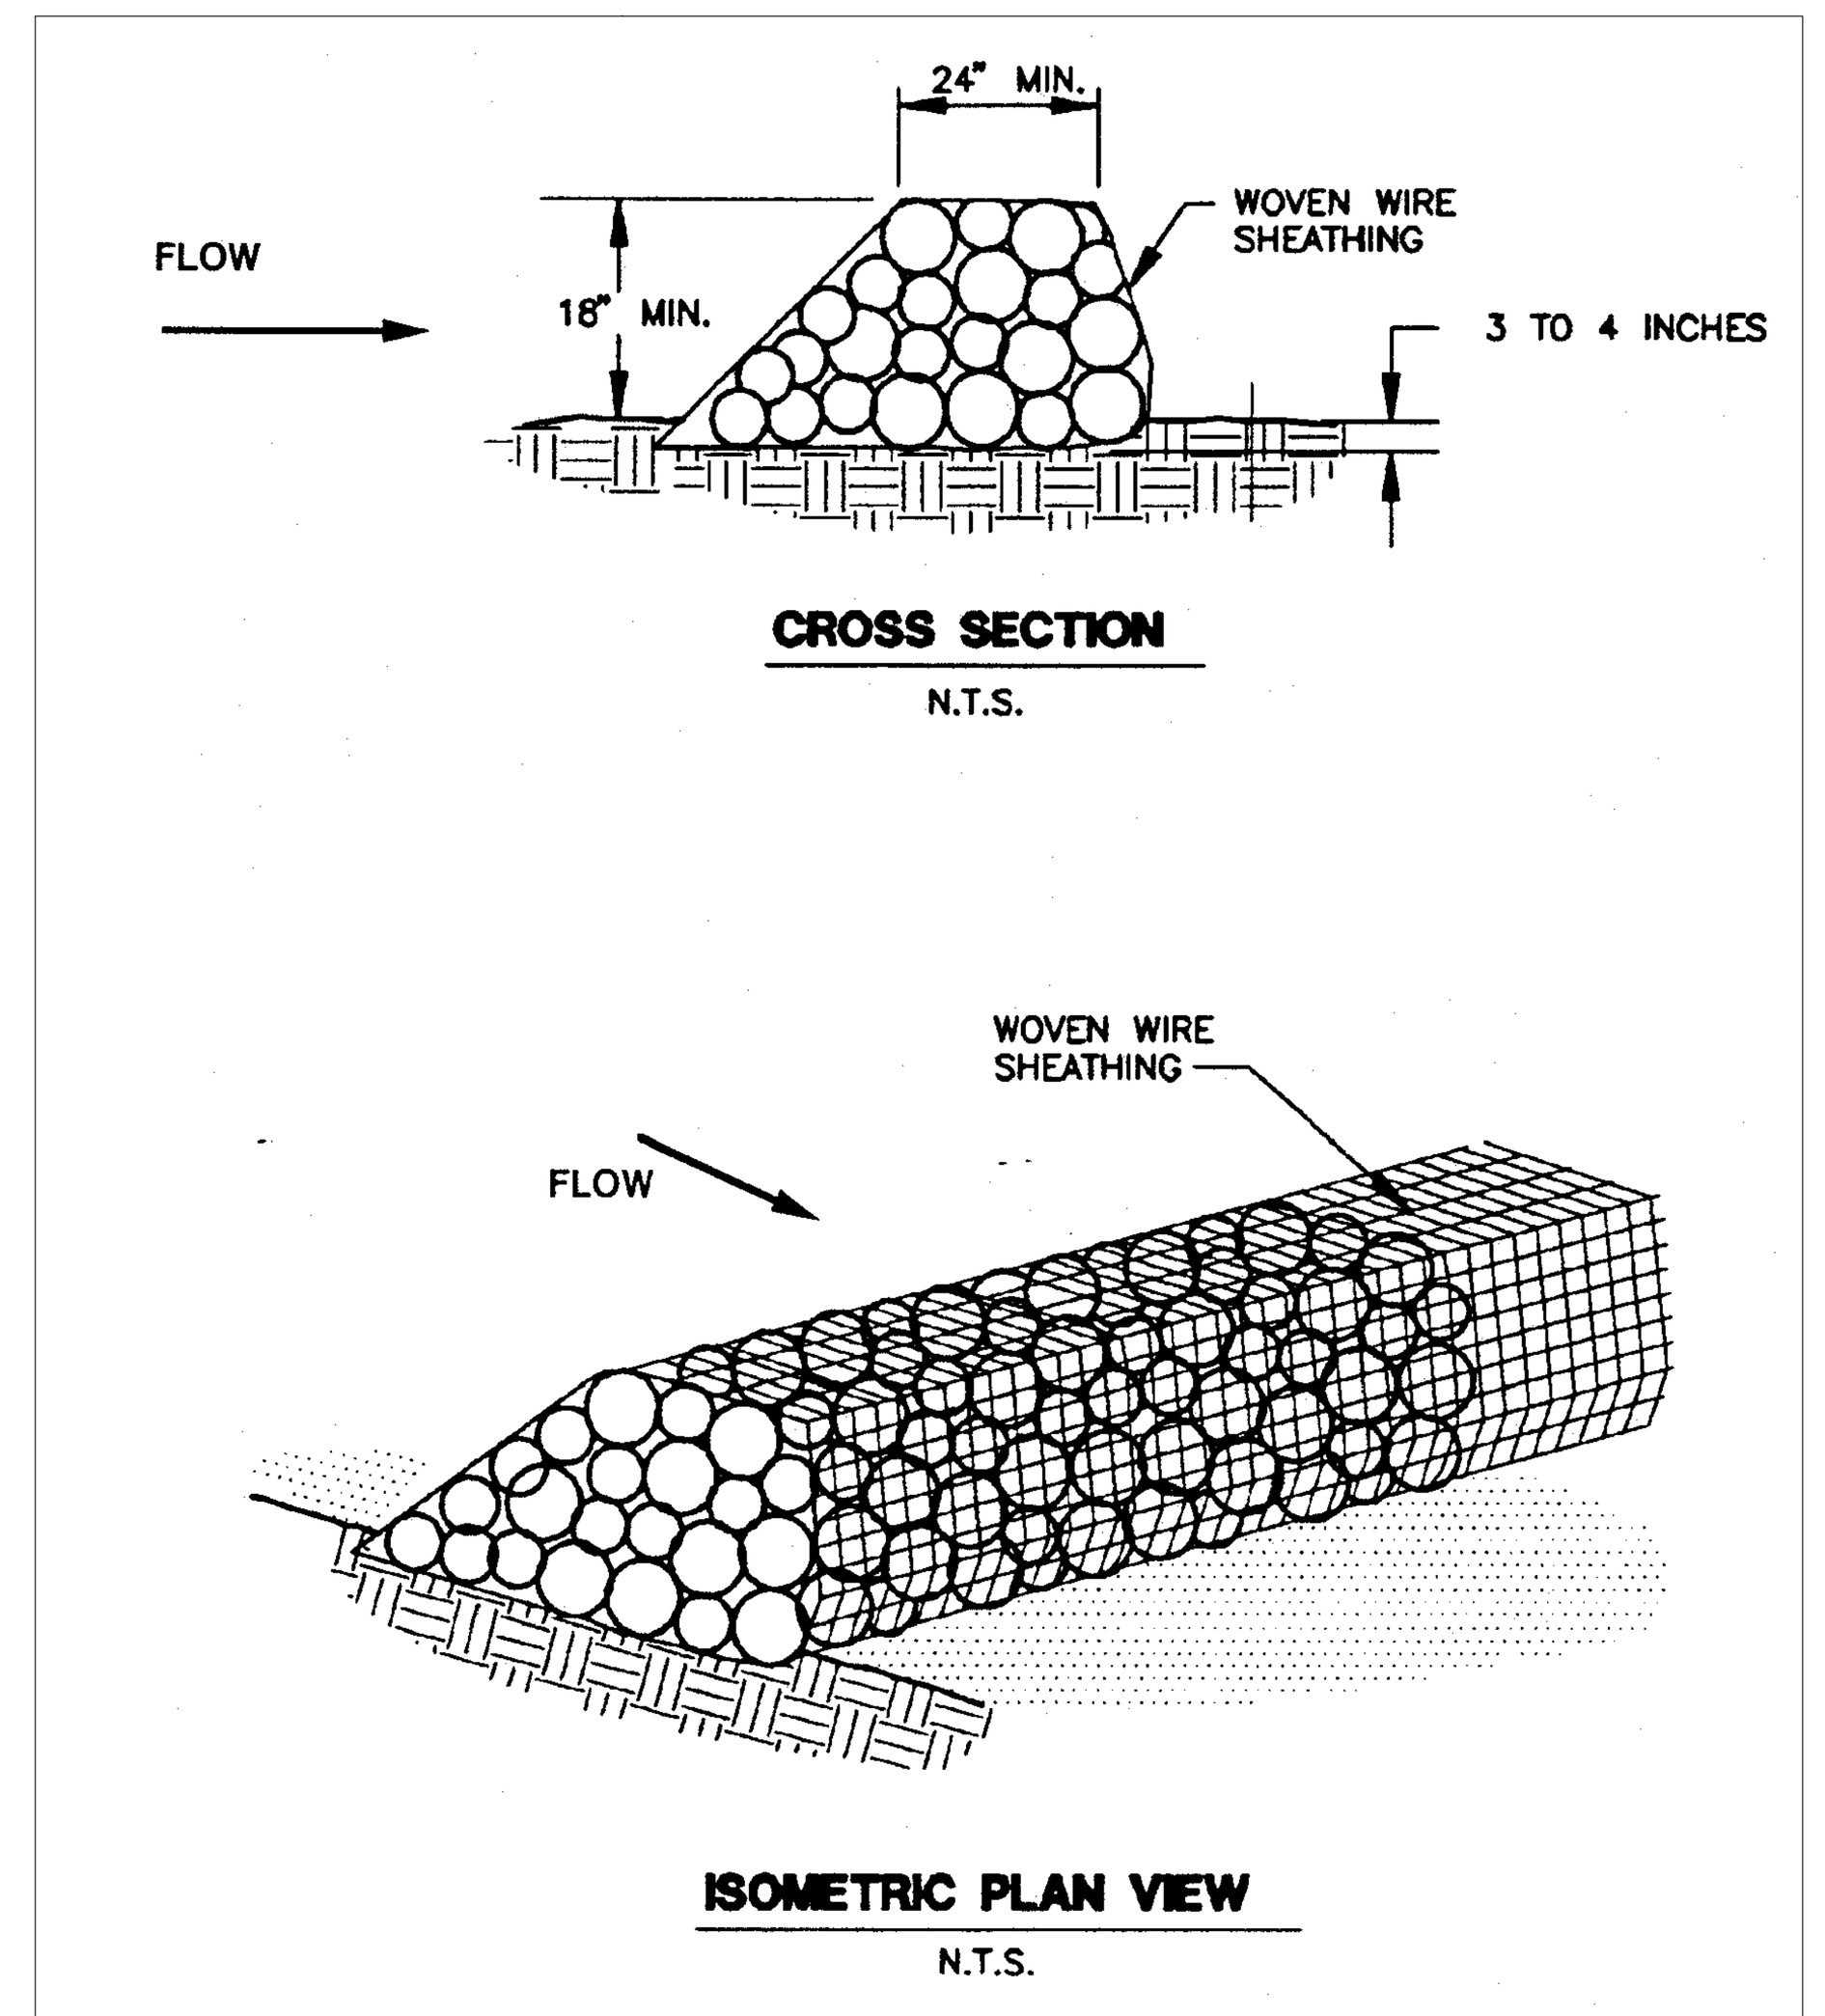

Figure 1-28 Schematic Diagram of a Rock Berm (NCTCOG, 1993)
3. Place the rock along the sheathing as shown in the diagram (Figure 1-28), to a height not less than 18".